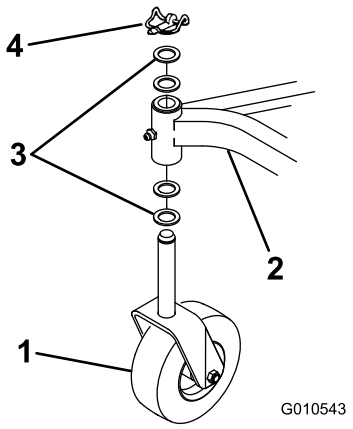

Figuur 5
2. Verwijder de lynchpen en de 2 drukringen die met elke zwenkwiel zijn meegeleverd. Laat 2 drukringen op elke schacht, steek de schachten in de montagebuis van het frame en plaats de drukringen en lynchpen (Figuur 5).